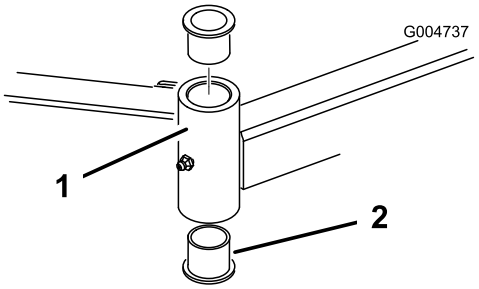

図 80
4. ピンポンチを使って、チューブの上または下からブッシュをたたき出す図 80。他のブッシュも、同様にしてチューブから取り外す。チューブの内部をきれいに清掃する。